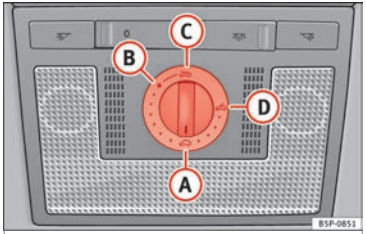

Fig. 56 Roof lining description: sliding/tilting sunroof rotary knob.
– Turn the rotary button to position (A) ››› Fig. 56 ››› ⚠.